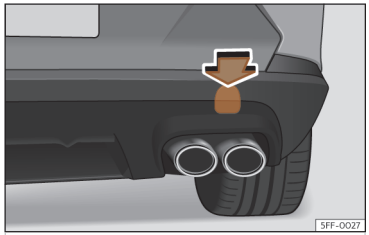

Abb. 201 Auf der rechten Seite des hinteren Stoßfängers: Abdeckung entfernen.
Die Abschleppöse wird in die hinter einer Abdeckung auf der rechten Seite des hinteren Stoßfängers befindliche Aufnahme eingeschraubt ››› **(Abb. 201)**.
- Drücken Sie auf den oberen Bereich der Abdeckung ››› **(Abb. 201)** und klinken Sie diese aus.